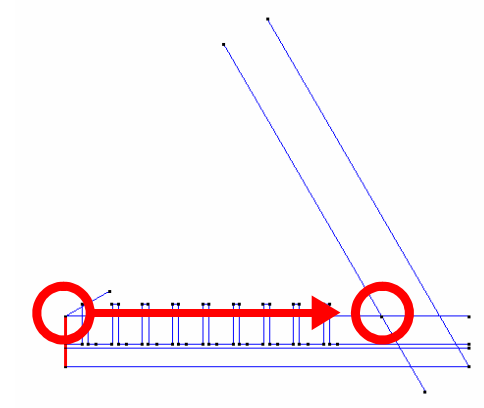

Figure 11. Copy of the vertical line segment starting at the origin of coordinates
7. From the **Copy** window, choose **Lines** and **Translation**. As the first and second points of the translation, enter the points indicated in Figure 11. Click **Select** and select the vertical line segment starting at the origin of coordinates. Press **ESC**.